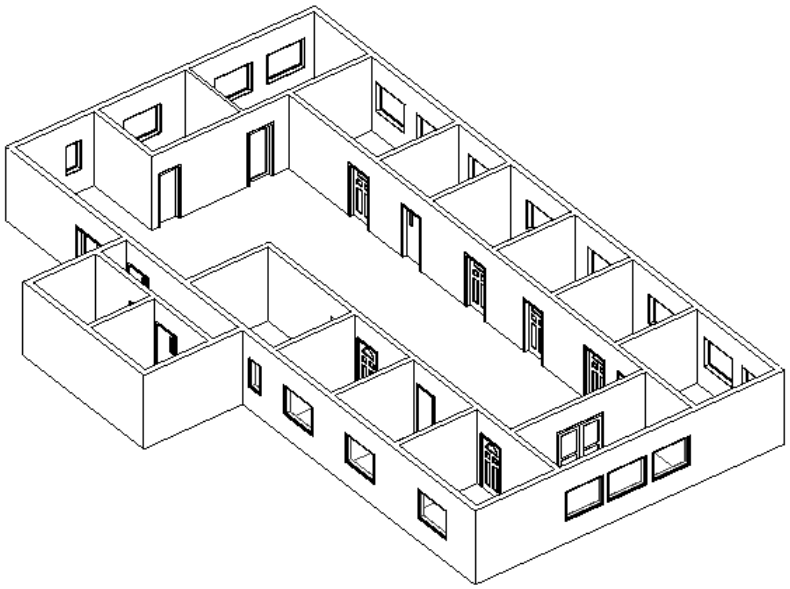

Figure 3-87 *3D view of the project*
14. To view the plan in 3D, choose the **Default 3D View** tool from **View > Create > 3D View** drop-down; the 3D view of the project is displayed, as shown in Figure 3-87.